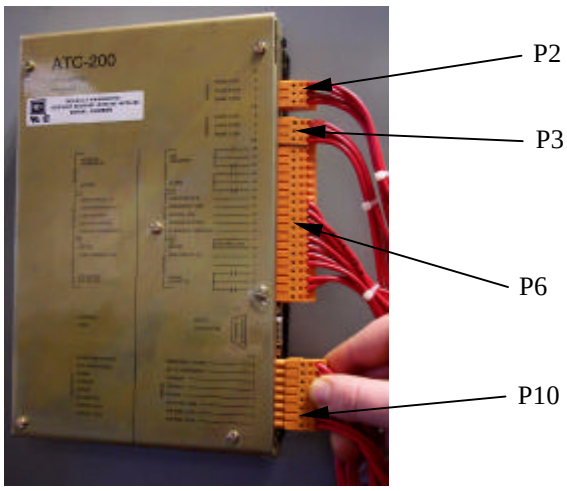

Figure 1,Disconnecting Connectors on ATC-200
Step 7: Remove the four -(4) connectors from the back of the ATC-200 controller as shown in Figure 1 (P2, P3, P6 and P10).
Step 1: Mount the ATC-400 with the six -(6) supplied Torx screws in the cutout in reverse order of removing the ATC-200, Step 8 and Figures 1 through 4. Note that the ATC-400 mounts from inside of the front door as the ATC-200 did. Reuse the Trim Ring when installing.